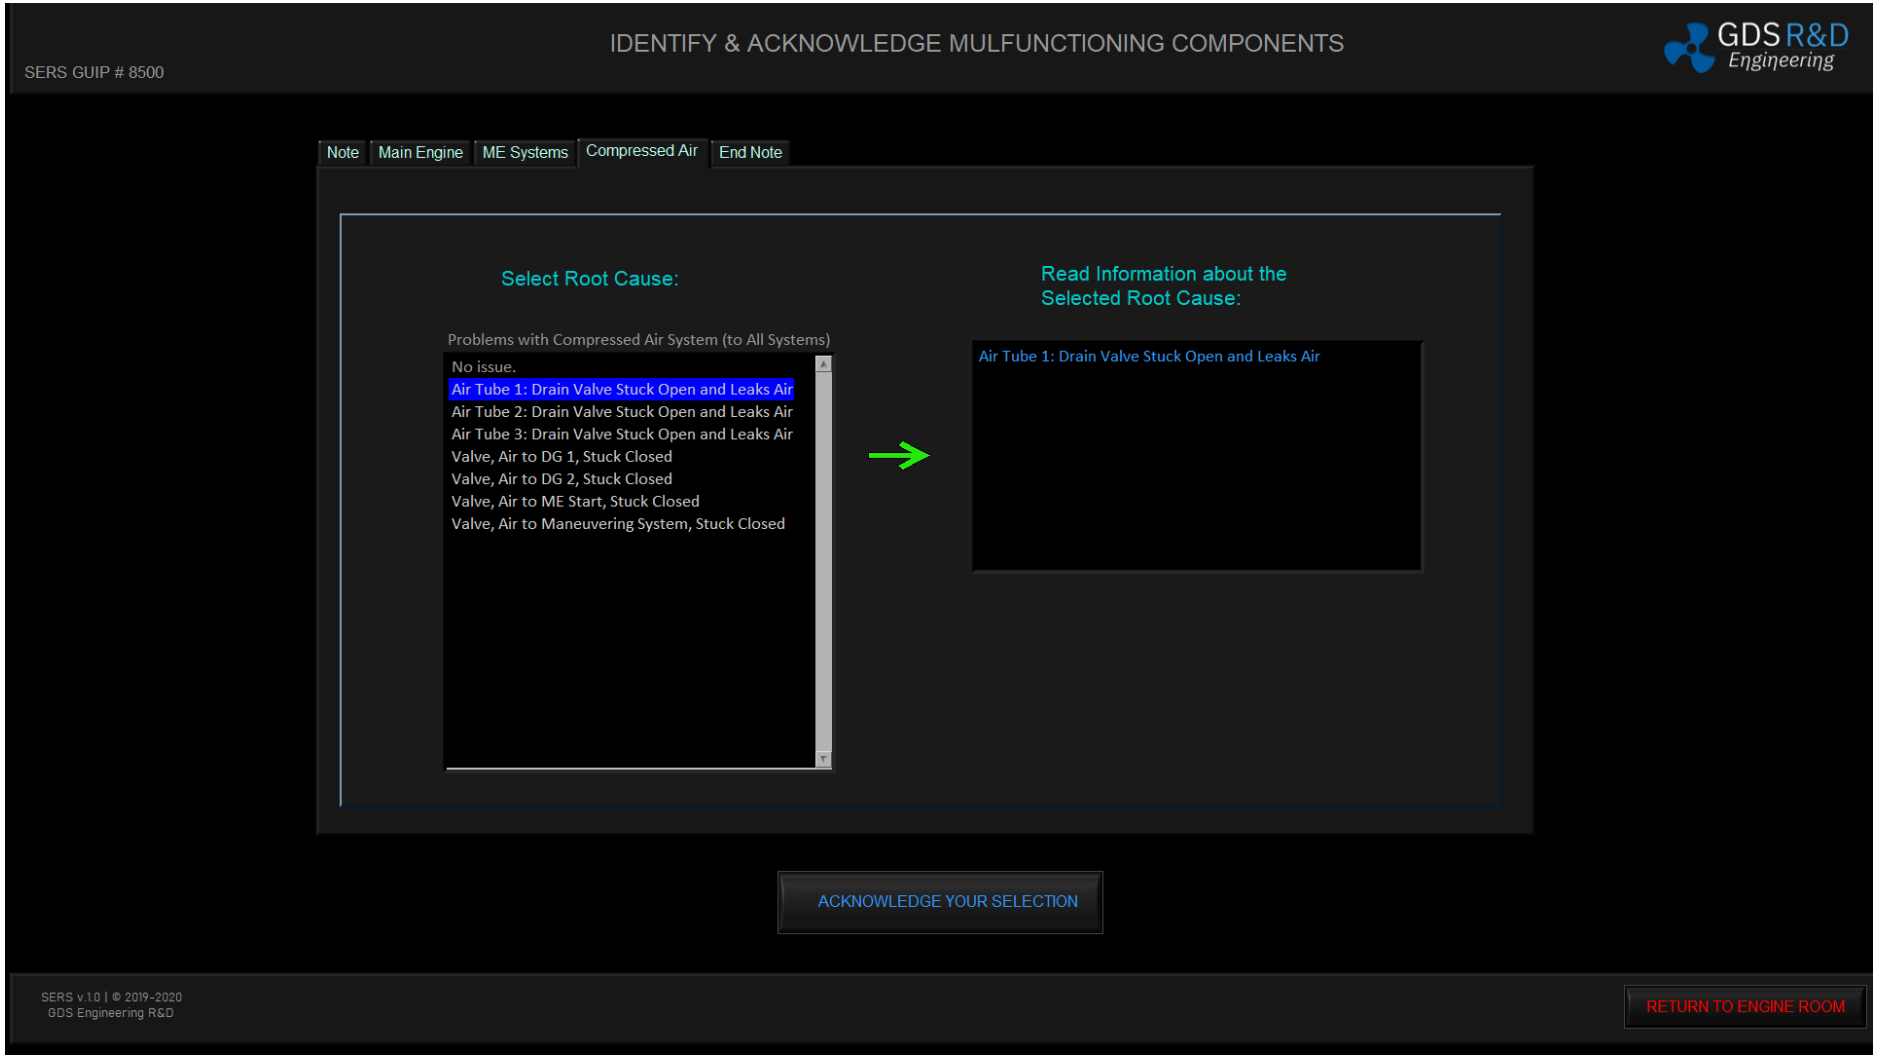

Figure 6.3 “IDENTIFY & ACKNOWLEDGE MAULFUNCTIONS” GUI Panel: Selecting the ROOT-CAUSE of the Problem.
- Select appropriate tab for identifying the ROOT CAUSE of the problem (Figure 6.3).